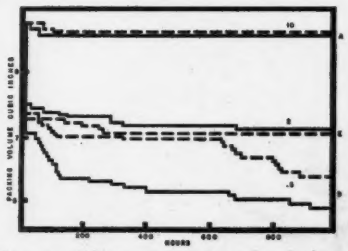

Fig. 4. Effect of varying the leakage tolerance
In the chart (Fig. 4) we show the effect of varying the leakage tolerance. The conditions common to this series of tests were (a) speed 1800 r.p.m. approximately, (b) water at 25 lb. pressure, (c) jacket at 70 deg. F., (d) wear-sleeves concentric, or nearly so, (e) five-ring packing set. We have shown changes in packing volume with time when the maximum tolerated leakage was (1) 10 c.c. per min., (2) 2 c.c. per min., (3) none. We have, however, described the last provisionally as "½ c.c. per min.," because we have reason to consider that about this amount of water was escaping, but was invisible due to flashing to steam as soon as it reached the outside. Of course, it is recognized that leakage did not proceed throughout each test at the figure indicated as maximum. In the interval between adjustments it was generally lower. The maximum tolerance serves, however, as an index of the average leakage throughout each test. In each test there are two curves, the solid curve representing the performance of the box nearest the pulley, and the dotted curve representing the performance of the box farthest from the pulley. Not all the adjustments can be shown, especially during the early hours. In general the two curves check each other, but not so well in the case of the leakless test, which is not difficult to understand in view of the difficulty of deciding just when is the right time to tighten. It will be noted that each test, starting from an initial volume of close to 9 cu. in. declined rapidly to a stable condition, the number of adjustments within this period being too many to record on the curve. It will be noted also that very few adjustments were made thereafter, except in the leakless test in which a period of renewed instability set in after 640 hr. The volume loss at 1000 hr. is seen to be inversely related to the permissible leakage; hence, by indirection, we may say that packing life varies directly as the permitted leakage. This latter is a qualified statement, until we have actual tests conducted to the point of packing failure.